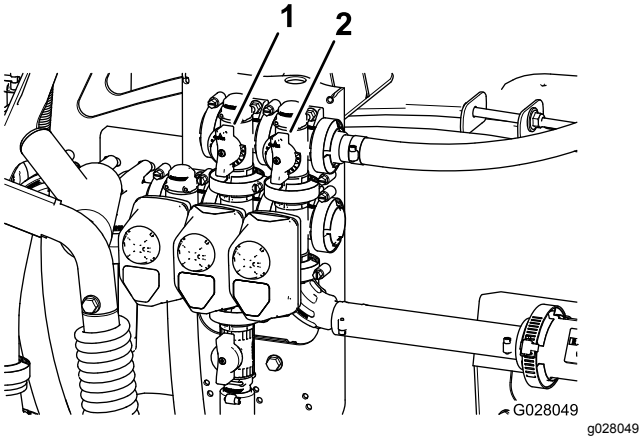

**Figuur 20**
11. Stel de mengomloopklep (Figuur 20) achteraan de mengklep in tot de drukmeter 6,9 bar aangeeft.
9. Stel de omloophendel van de spuitboomhoofd-schakelaar af om te bepalen in welke mate de inhoud van de tank gemengd wordt (Figuur 20).